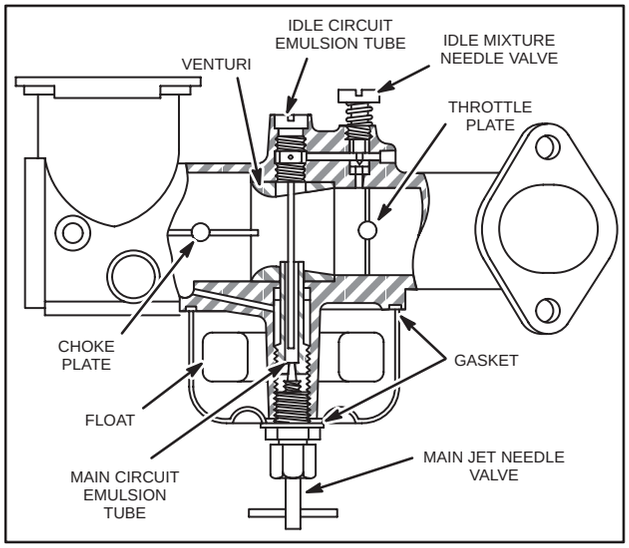

Fig. 259 – LARGE ONE-PIECE FLO-JET CARBURETOR
1. Remove idle circuit needle valve, Fig. 259.